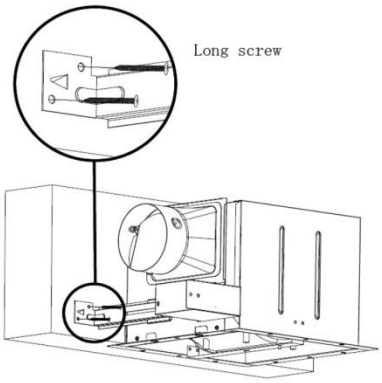

Fig. 2
2. Install the suspension bracket to joists by using long screws (M4x30). (Fig.2)